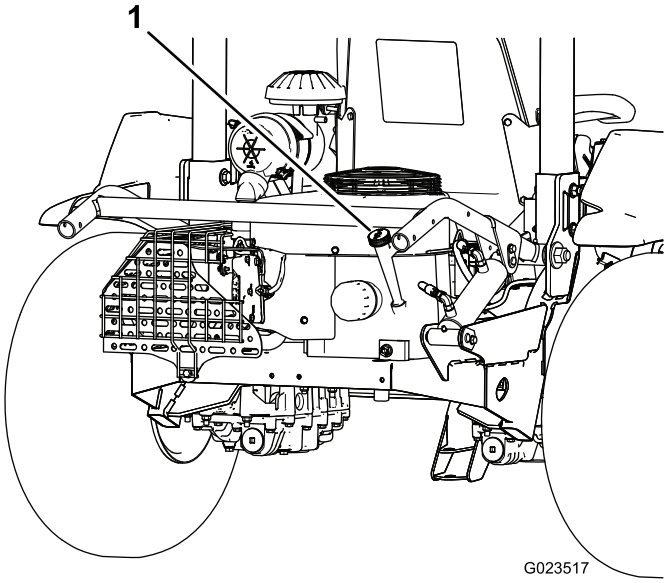
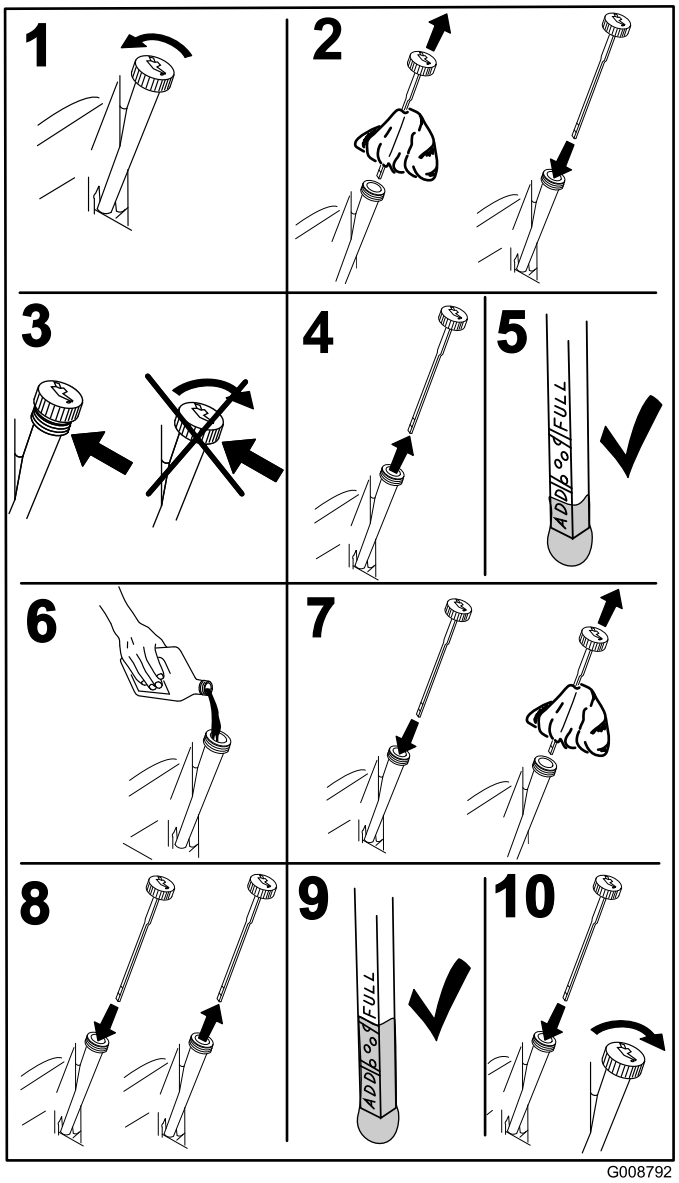

**Figur 15**
**Figur 16**
3. Ta ut oljestickan (Figur 15) och torka av den med en ren trasa (Figur 16).